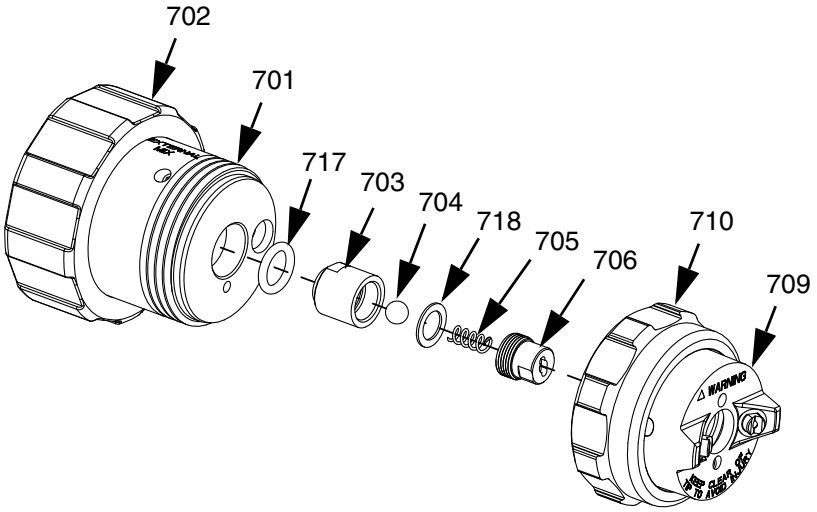

图 19
2. 从头部 (701) 取下固定环（ 710 ）和气帽组件（ 709 ）。
3. 拆下止回阀组件 (703)。
9. 将止回阀组件装入头部。有关组件方向，请参见图 19。